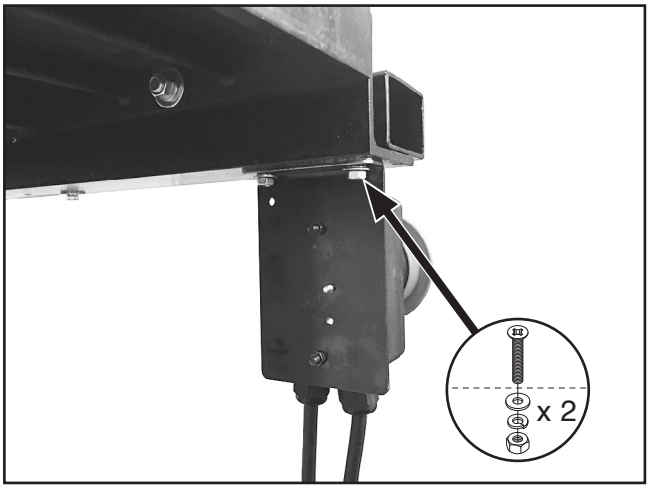

Figure 26. Switch installed.
16. Attach switch to bottom left-hand side of front rail using (2) M6-1 x 15 flat head screws, 6mm lock washers, 6mm flat washers, and M6-1 hex nuts, as shown in **Figure 26**.